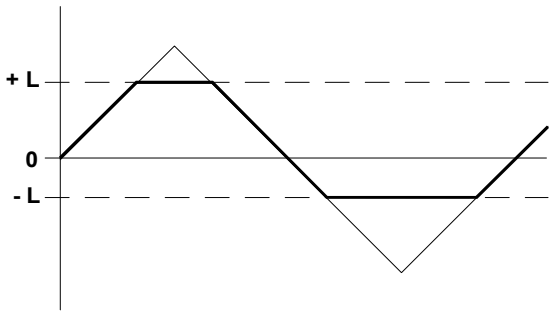

Abb. 1: zur Funktion der Clipping-Schwellen (+A = 5 und -A = 5, d.h. Verstärkung = 0)
Signalanteile des verstärkten Eingangssignals, die oberhalb / unterhalb der oberen / unteren Clipping-Schwelle liegen, werden mit den Reglern ❹ und ❺ in der Verstärkung beeinflusst (s. Abb.1).